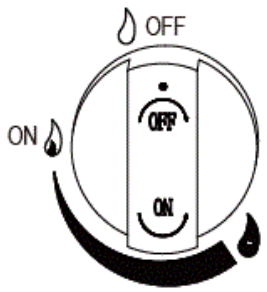

Figura 1
2. El mando de control debe estar en la posición «OFF» (Figura 1).